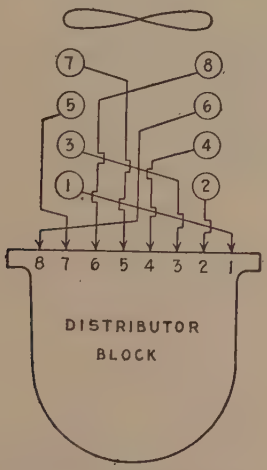

Fig. 59.—Distributor block.
3. Magneto Timing.—Turn the engine in the direction of rotation till the intake valve of No. 1 cylinder has closed; then turn the engine in the same direction till the piston of No. 1 cylinder is on top dead center; then turn the motor backward till the piston of No. 1 cylinder is $\frac{1}{2}$ inch from top center. Turn the armature of the magneto in the direction of its rotation (it is the same as that of the crankshaft) till the distributor brush is on No. 1 segment with the breaker points just ready to open. Put on the magneto gear, using the same precaution as given for engaging the camshaft gear. This should bring the firing-time of all cylinders to 30 degrees before top center. The distributer diagram is shown in Fig. 59.